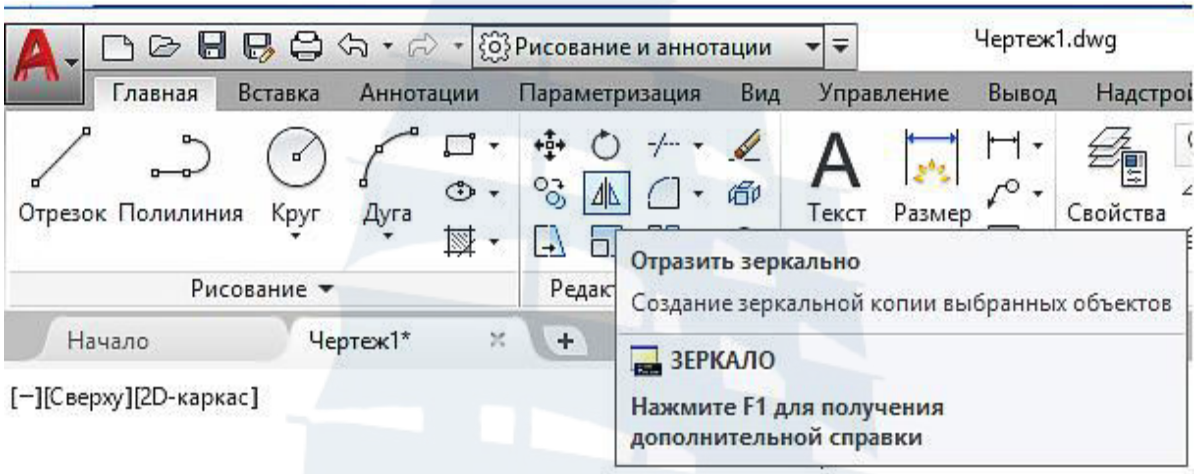

Рис. 100
– щелчком мыши по кнопке **Отразить зеркально** (рис. 100) на панели инструментов **Редактирование** на вкладке **Главная** ленты инструментов;